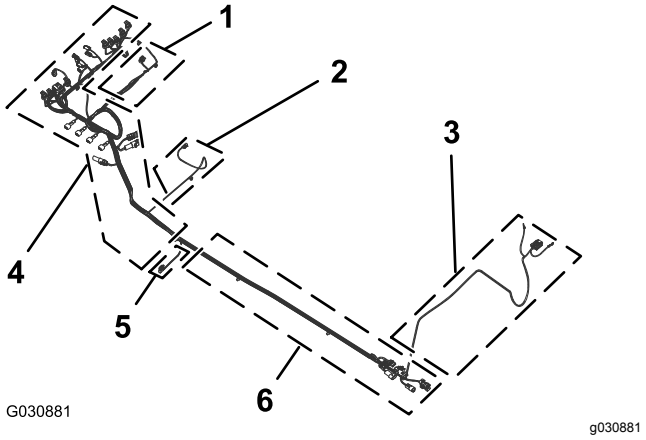

Figuur 110
1. Zoek de aftakkingen van 165 cm en 203 cm van de nieuwe elektrische kabelboom (Figuur 110).